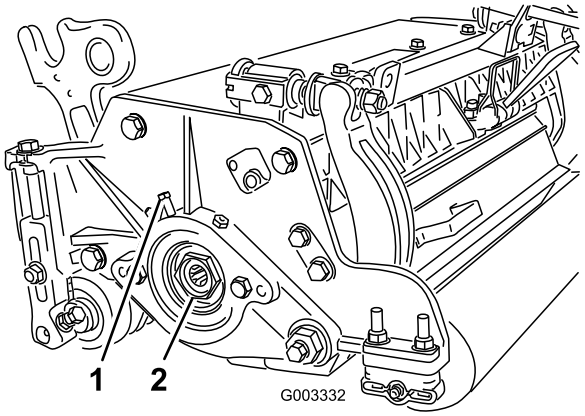

Figur 27
A. Løsne setteskruen som fester lagerjusterings-skruen til lagerhuset, som finnes på den venstre siden av klippeenheten (Figur 27).